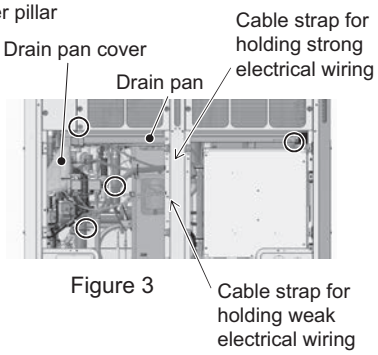

Figure 3
(3) Remove the cable straps holding the weak and strong electrical wirings. (See Figure 3.)
(5) Remove the drain cover by unscrewing the screw and cutting the cable tie. (See Figures 3 and 4.)
(6) Remove the drain pan by unscrewing the 2 screws. (See Figure 3.)